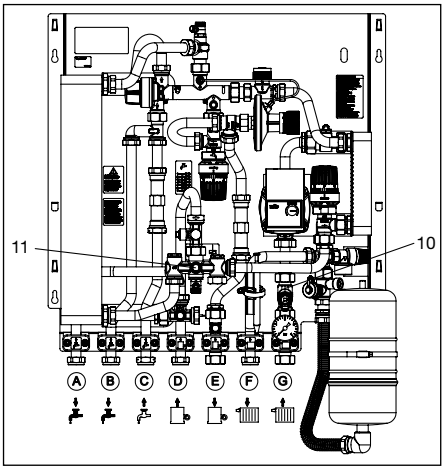

Abb. 8.1 Einbauposition Schmutzfänger
– Reinigen der Schmutzfänger (Abb. 8.1).